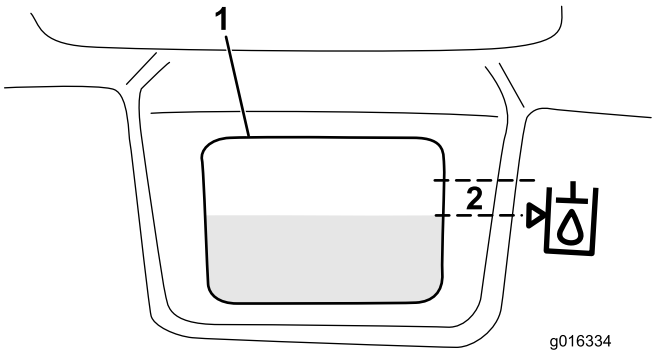

Figur 31
3. Fyll beholderen langsomt med passende hydraulisk olje til nivået er ved eller ikke mer enn 6 mm fra pilen i symbolet ved siden av det hvite vinduet foran på beholderen (Figur 31). Ikke fyll på for mye.